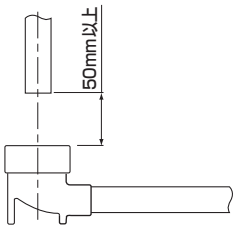

図2.耐熱排水エルホッパー 50×20排水位置
4. 耐熱排水エルホッパーの施工50×20の場合、タンクからの排水はできるだけ耐熱排水エルホッパーの中心に持ってくるように配管してください（図2）。